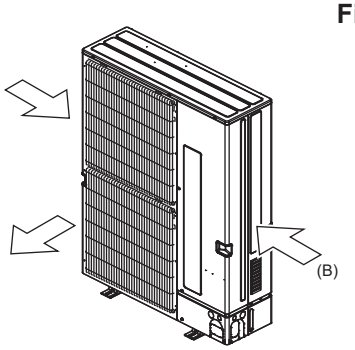

Fig. 2-5
(3) Placer l'appareil de sorte que la sortie d'air souffle dans la direction perpendiculaire à celle des vents saisonniers, si celle-ci est connue. (Fig. 2-5)